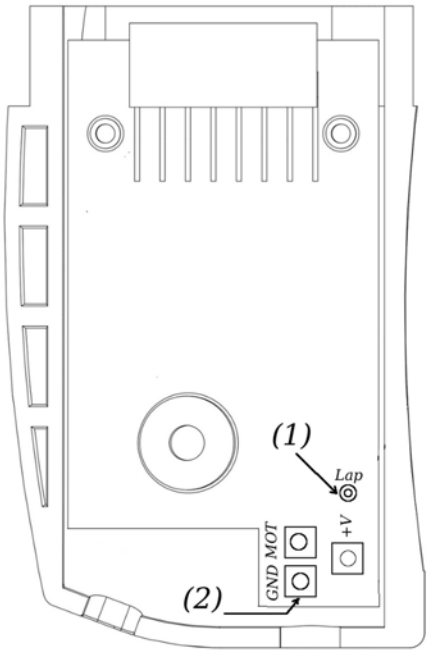
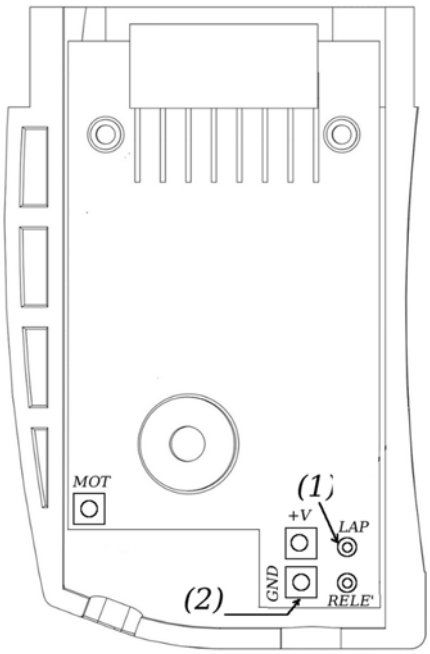

Figure 9: negative/positive analog cartridge
Figure 10: high-current cartridge
- insert the USB white cable's male plug of the *Universal Live Timing Box* (10) in the USB female plug of the SCP-01 controller;
- insert the USB male plug of the "*connection cable*" (12) welded to the SCP-01 controller's cartridge (for instructions, see the following point) into the USB female plug of the "*Track to telemetry cable*" coming from the *Track Interface*. In case one wants to avoid the use of the "*connection cable*" (12) of the *Universal Live Timing Box*, the user can follow what described in point (1);
- welding "*connection cable"* (12) to SCP-1 controller's cartridge: with reference to figure 9 and 10, the black wire must be welded in point 2, the red one in point 1. Figure 9 can be referred to in case of use of positive or negative analogue cartridge, figure 10 in case of high-current cartridge. IMPORTANT: The welding must be done keeping the cartridge not connected to the power supply; play the welding safe acting only on the indicated circuit points;